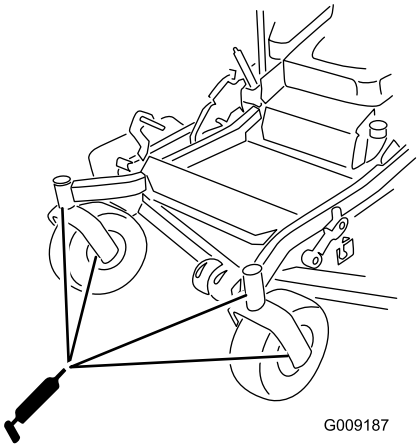

Figur 40
9. Fjern fedtfittingen fra hullet. Monter den sekskantede prop og støvhætte (Figur 40).